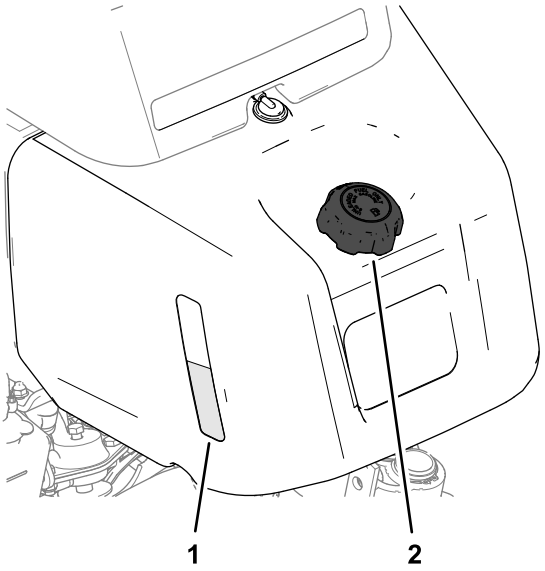
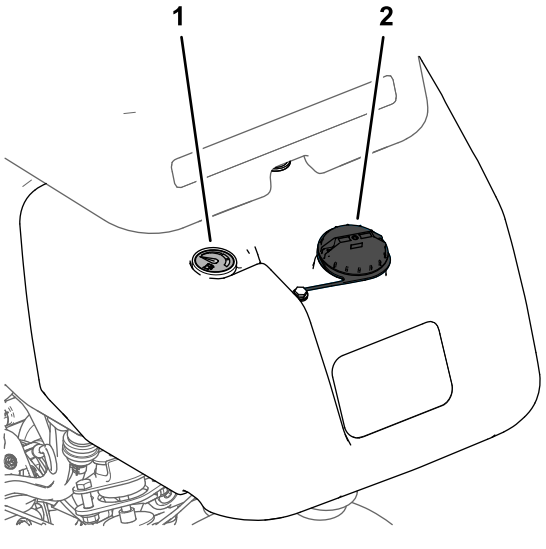

**Figur 24**
**Figur 25**
1. Gör rent runt tanklocket och ta bort det (Figur 24 eller Figur 25).